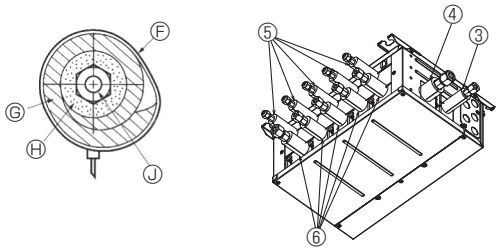
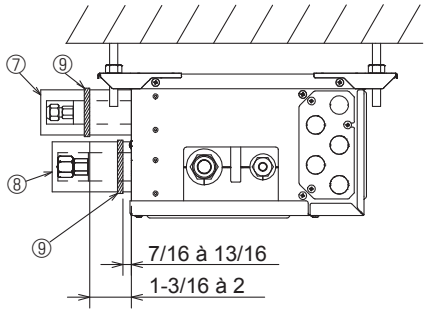

Fig. 7-4
Fig. 7-5
- Isolez les tuyaux de liquide et de gaz du boîtier de dérivation en appliquant de la mousse polyéthylène résistante à la chaleur tout autour. (Fig. 7-4)
(5) Appuyez les cache-tuyaux ③ et ⑤ sur les tuyaux de liquide contre l'appareil et enroulez-les pour les maintenir en place. (Fig. 7-4)
(6) Appuyez les cache-tuyaux ④ et ⑥ sur les tuyaux de gaz contre l'appareil et enroulez-les pour les maintenir en place. (Fig. 7-4)
(7) Fixez les sangles fournies ⑨ à 7/16-13/16 pouces (10 à 20 mm) de chaque extrémité des cache-tuyaux (③④⑤⑥).
(8) Si l'appareil intérieur n'est pas raccordé, raccordez les cache-tuyaux (avec les bouchons, ⑦ et ⑧) sur les branchements des tuyaux de réfrigérant du boîtier de dérivation contre l'appareil afin d'éviter un écoulement de condensation des tuyaux. (Fig. 7-5)
(9) Fixez les cache-tuyaux (⑦⑧) à l'aide des sangles fournies ⑨.
7.2. Gestion des orifices de raccordements qui ne sont pas raccordés à l'appareil extérieur (Fig. 7-5)